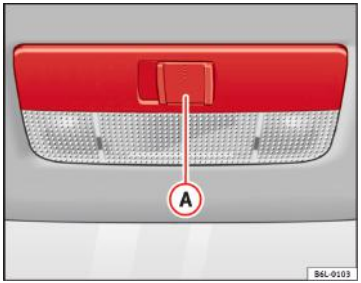

Fig. 61 Capitonajul plafonului: luminile interioare din faţă
Comutatorul (A) ⇒ fig. 61 este utilizat pentru a selecta următoarele poziţii:
Deplasaţi comutatorul în poziţia O ⇒ fig. 61.